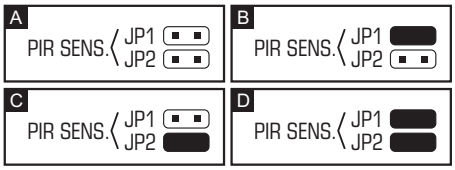

Rys. 2. Sposób ustawiania czułości czujki
- **PIR SENS.** - określanie czułości czujki (patrz: rysunek 2);